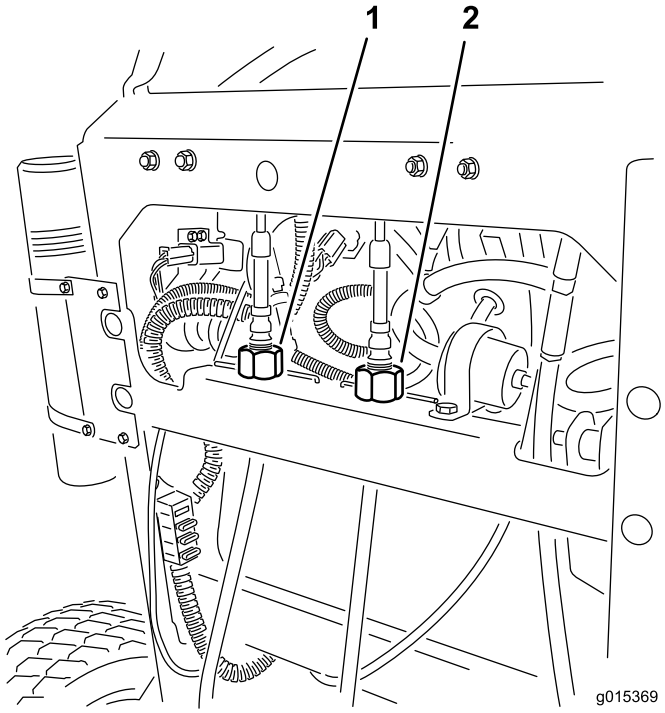

Figura 57
4. Gire la rueda de ajuste del cable derecho hasta que la palanca de control de movimiento derecha quede posicionado en el centro de la ranura de bloqueo/punto muerto del panel de control (Figura 57).